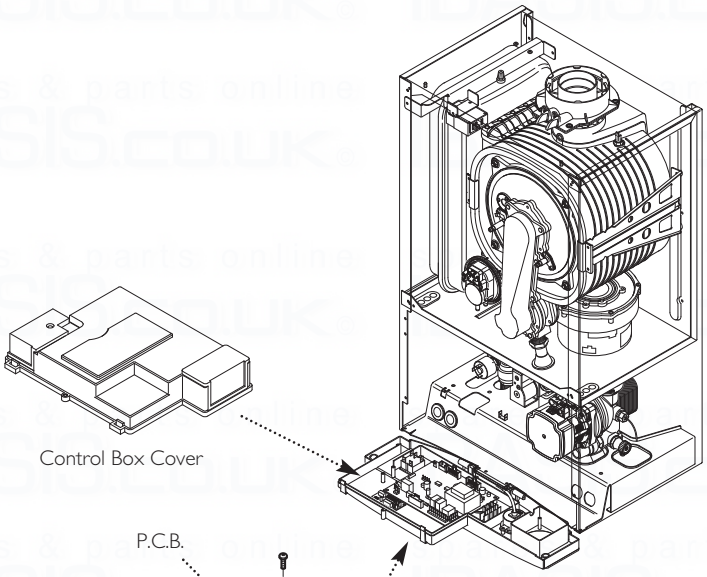

Fig. 69
13.22 P.C.B. (Fig. 69 & 70)
13.23 Pump P.C.B. (Fig. 69 & 70)
13.24 Selector Switch (Fig. 69 & 70)